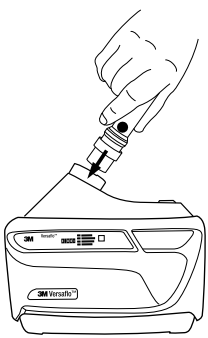

Fig. 14-1 Fixando o indicador do fluxo de ar
- Insira o indicador de fluxo de ar TR-971 na saída da unidade motora TR-300+. Se a traqueia estiver no lugar, deve ser retirada para permitir que o indicador do fluxo de ar seja inserido (Fig. 14-1).